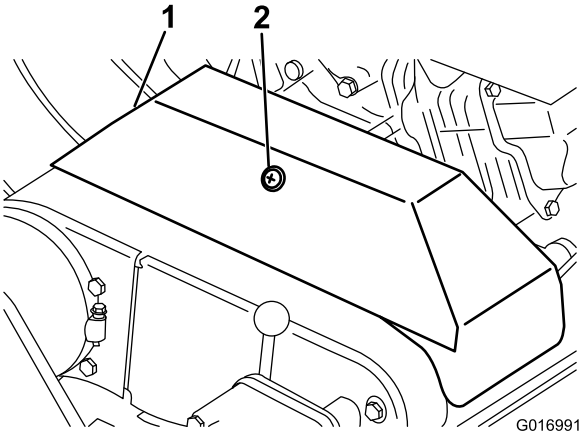

Rysunek 33
3. Poluzuj element ustalający mocujący pokrywę paska klinowego i otwórz pokrywę poprzez jej obrócenie (Rysunek 33).